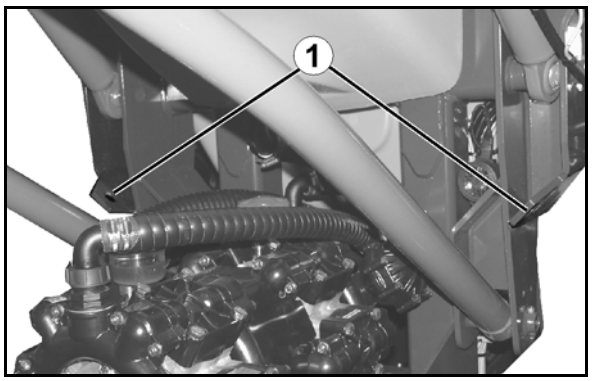

Rys. 4
- 2 punkty zamocowania z tyłu (Rys. 4/1)